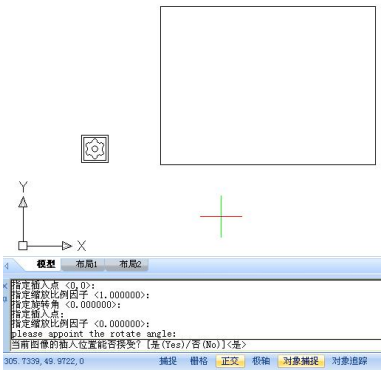

图 13-6-4
4、 指定相关插入参数后，系统会提示是否接受当前位置，选择“是”，如图 13-6-4。